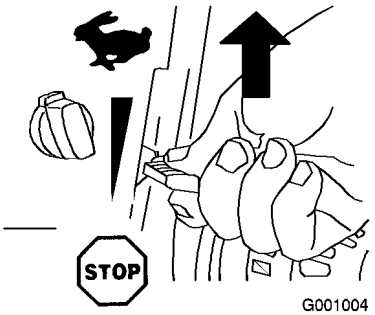

Figur 25
2. Flytta gasreglaget till det snabba läget (Figur 25).